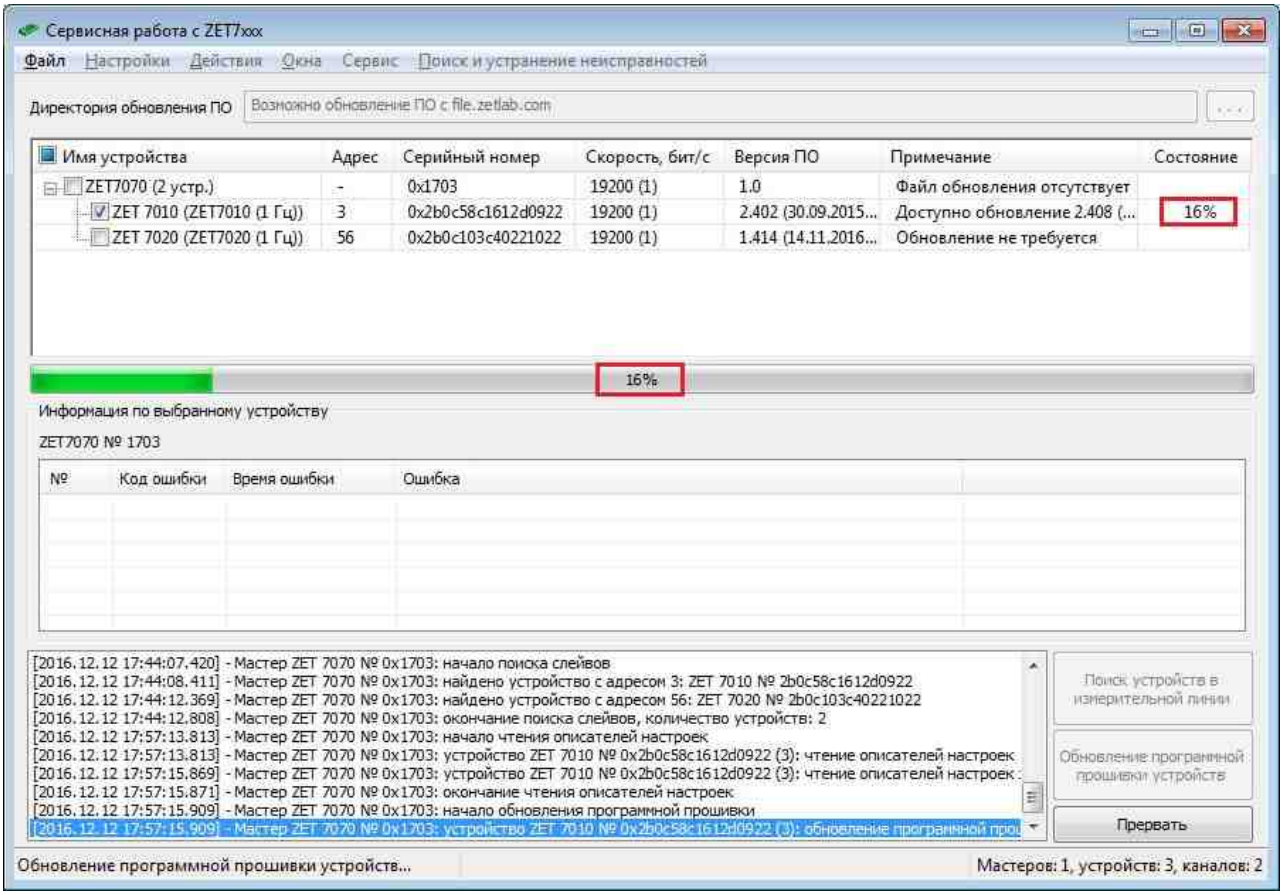

Рис.6.5 Состояние процесса обновления программной прошивки цифрового датчика
5. В столбце «Состояние» отображается текущее состояние процесса обновления программной прошивки (*Рис.6.5*). Следует дождаться окончания обновления программной прошивки цифрового датчика, и при необходимости следовать инструкциям программы.